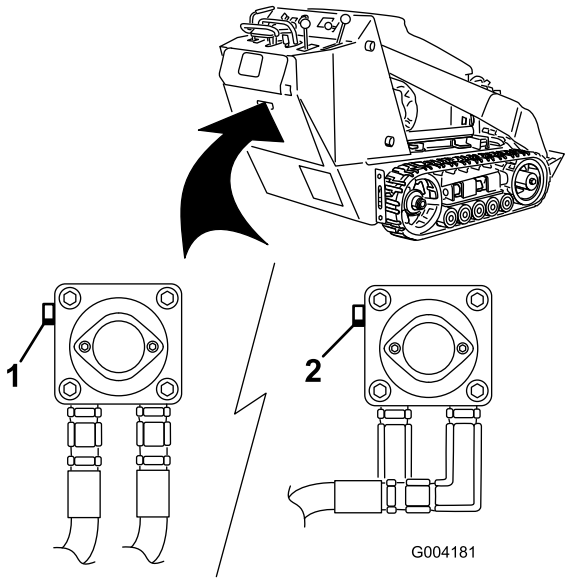

Figuur 23
3. Gebruik een steeksleutel om de sleepkleppen op de hydraulische pompen tweemaal linksom te draaien (Figuur 23).